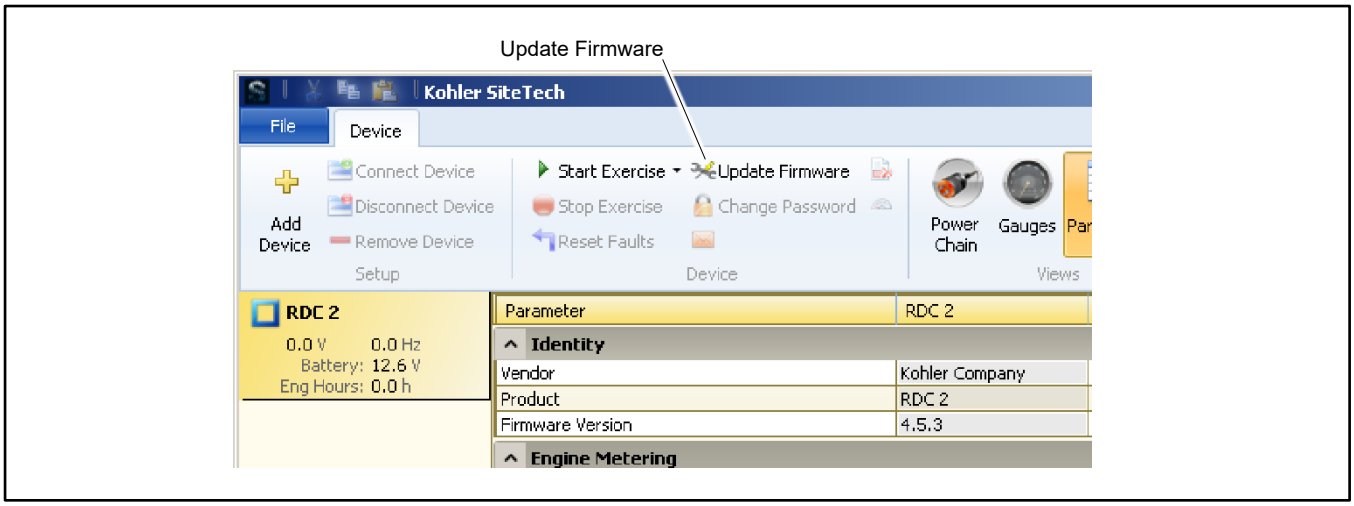

Figure 30 SiteTech Update Firmware Command
4. Click on Update Firmware near the top of the screen. See Figure 30.